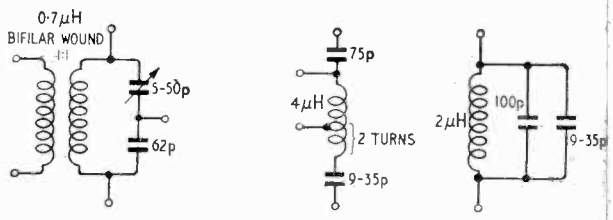
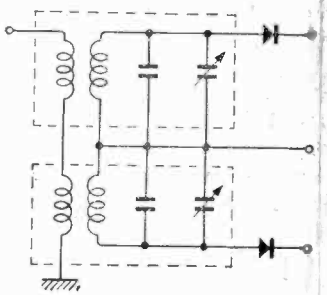

Fig. 2. Three of the many variations possible with the LC networks.
Fig. 3. A 5 Mc/s discriminator using two of the networks in TO-5 cases.
Some of the circuit configurations possible with these networks are shown in Figs. 2 and 3.
Voltmeters V2 and V3 should be high input impedance valve or transistor voltmeters giving readings on centre-zero meters. Suitable circuits are given in the Mullard Reference Manual of Transistor Circuits (Page 271, Fig. 4) and Application Note 8, issued by Texas Instruments (Fig. 3). A feature of the demonstration is that it is possible to make a mistake in the connection of the voltmeters: this draws attention to some of the conventions associated with phasor diagrams. If the meters are not connected according to a consistent pattern, the indications on them do not conform to our theories. Before connecting C1, it is worth while arranging a circuit with a resistor R8 in place of C1. When the voltmeters are correctly connected, the pointers of all of them should swing from side to side in synchronism. The pointer of the centre-zero microammeter A1 should swing in phase with them. Note that the sum of the voltages indicated by V2 and V3 equal that of V1. After this has been arranged, C1 in inserted in place of R8. We now see that the pointers of the voltmeters no longer swing in step.
The next step is to modify the circuit to the form shown in Fig. 2. The values shown on the circuit give a phase shift of approximately 45° in each CR stage, at a frequency of 5 cycles/minute. It was decided to reduce the shunting effect of each CR stage on the resistor of the previous stage by increasing the impedance of the different stages as we go from the input towards the output. (See Summary note 2.) With the values chosen, at a frequency of 5 cycles/minute, the voltage at the output is about 0·15 of that applied across the input at AB. But again it is, of course, necessary to connect the meters according to a consistent pattern; here, also, it may be worth while, before connecting C2, C3, C4, to connect suitable resistors in their place, to show that all the meters, when connected according to a consistent pattern, swing in step. When we revert to capacitors, the phase shift in each stage is apparent. It can now be seen that, at a frequency of 5 cycles/minute, the pointer of A2 leads that of V1 by 90°; that of A4 leads by 180°. Since the valve introduces a phase shift of 180°, V4, measuring the voltage from anode to cathode. now swings in phase with
1. The oscillator I used in Fig. 2 gave an output of about 1 volt, peak, which gave small deflections on the microammeters. I amplified the output by a simple triode, as shown in Fig. 3. The arrangement has the advantage that, when we are considering whether V1 and V4 are in phase or not, we are concerned with the swing of pointers on similar instruments. The voltages are in phase if the two meters give maximum deflection at the same instant.
Free-phase LC oscillators for direct tone-generation.—Historically, the first organs to use *LC* tone generators were the "free-phase" type. In these, a separate oscillator was used for each tone frequency required. Fig 2(a) gives a typical circuit. The oscillator is the Hartley type, normally used for this application because of its good frequency stability and its harmonic-rich sawtooth output. The inductor, *L*, is a ferrite pot-core with an adjustable slug permitting some ±4% variation of inductance. One standard pot-core assembly with a range of coil inserts can be used to cover the whole organ gamut, say from 64c/s to 4,080c/s. The playing key switch in the d.c. supply is the hallmark of the "free-phase" tone-generator oscillator. An uncommon refinement is that the d.c. supply can be set to 3V for "soft" or 9V for "loud." This illustrates the good frequency stability of the oscillator under changing supply voltage. The 100kΩ resistor in the output line isolates the oscillator from others connected to the same output busbar.
Fig. 2. Tone-generator LC oscillators: typical transistorised circuits used commercially for direct generation of tone signals ("free-phase") or for providing master synchronising frequencies ("divider"): (a) free-phase, emitter-coupled, Hartley (L, C = 3H, 2μF at 64 c/s to 30 mH, 0.05μF at 4,080 c/s) (Gulbransen); (b) master, collector-coupled, modified Hartley (L, C_T, C_F = 0.9 H, 0.1 μF, 0.047 μF at 740 c/s to 0.4 H, 0.066 μF, 0.033 μF at 1397 c/s) (Heathkit); (c) master, emitter-coupled, Hartley (L, C = 350 mH, 0.016 μF at 2 kc/s to 350 mH, 0.004 μF at 4 kc/s((Kawai).
Fig. 2(b) gives a representative example of a collector-base feed-back master oscillator. This one is designed to provide chromatic frequencies from F = 740 c/s to F 1,397 c/s by selecting suitable values of the split tuning capacitors, C_T, the feedback capacitor, C_F, and the inductance, L. For any selected frequency, the final exact tuning is effected by adjusting the slug inside the ferrite pot core. The rail voltage of 15 V is typical of the range of 15-18 V normally used with mains-operated instruments. The transistor used illustrates the trend towards silicon n-p-n devices. The overcoupled oscillator feedback gives a non-sinusoidal waveform rich in upper harmonics. (The "vibrato input" will be explained later below.)
Fig. 2(c) gives a typical example of the emitter-coupled master oscillator, which tends to be more common than the collector-coupled one. The example shown is designed to work in the frequency range 2-4 kc/s. For traditional C-to-C organ manuals this is the most common range for master oscillators to be set in. In economy organs, however, the oscillators may be found set from 1-2 kc/s, and in some specialized organs with wider tonal range 4-8 kc/s is used.
Fig. 3. Vibrato-tremolo RC oscillators: typical transistorised circuits used to provide modulating voltage for vibrato (frequency modulation) or tremolo (amplitude modulation) variation of tones at approximately 6 c/s: (a) RC phase-shift circuit (Watkins Electric Music); (b) Wien-bridge (Jennings Musical Industries).
For low distortion, most vibrato oscillators use either an *RC* phase-shift or a Wien-bridge type of oscillator. For low output impedance, they usually have a buffer stage following the oscillator proper. Fig. 3(a) illustrates a typical *RC* phase-shift circuit employing only two transistors, while Fig. 3(b) shows a Wien-bridge circuit using three. Both include an emitter-follower output buffer stage and have potentiometer provision for presetting frequency in a range around 6 c/s and for adjusting the output level.